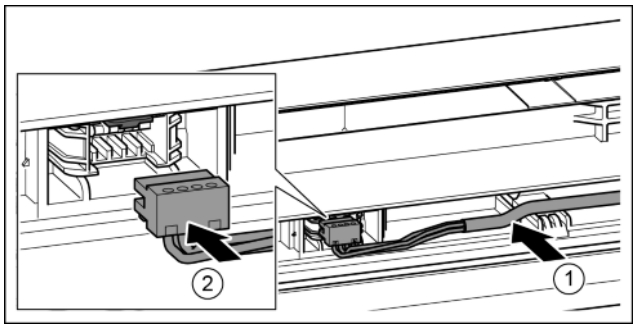

Fig. 39
- ▶ Grijze kabel in de geleiding in de bovenste deur plaatsen. *Fig. 39 (1)*
- ▶ Stekker vastklikken. *Fig. 39 (2)*